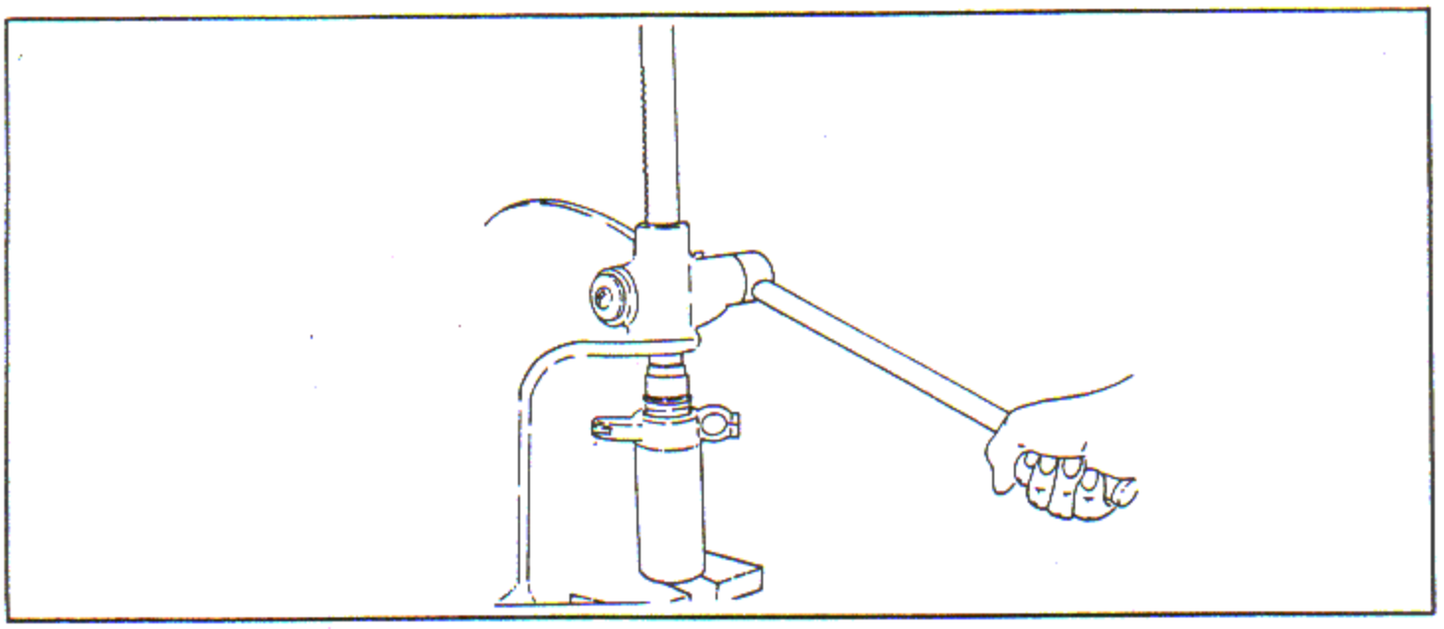

Figure 7-28. Installing Rocker Arm Bearing
b. Locate the rocker arm bearing in position on the arm and press in place with adapter and plug and collar. See figure 7-28.